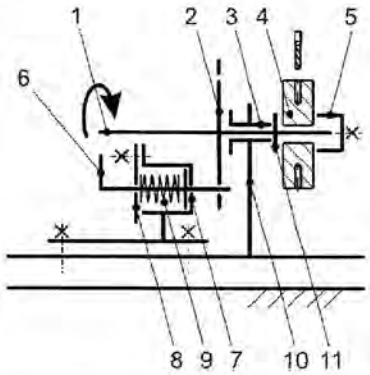

Bild 2: Prinzipskizze der Bohrvorrichtung
Zum Ausführen von Bohrarbeiten in einer Kleinserienproduktion muss nach der Prinzipskizze (s. Bild 2) eine Bohrvorrichtung konstruiert werden. Damit werden in das Drehteil (4) gleichmässig am Umfang verteilte Löcher gebohrt. Zum Bohren wird das Drehteil (4) manuell durch die Welle (1) in Bearbeitungsposition gedreht. Mit dem Arretierhebel (6), der in Bohrungen an der Teilscheibe (2) einrastet, erfolgt die gleichmässige Aufteilung der Bearbeitungspositionen. Die Prinzipskizze zeigt den Arretierhebel (6) im eingerasteten Zustand. Durch Herausziehen des Arretierhebels (6) wird die Teilscheibe (2) entriegelt. Das Drehteil (4) kann in die nächste Bearbeitungsposition durch manuelles Drehen der Welle (1) gebracht werden.